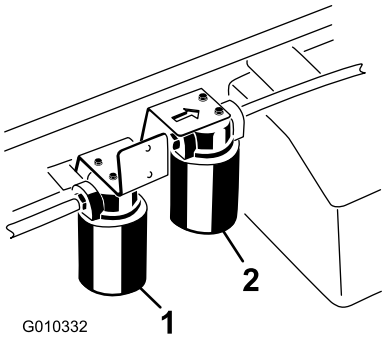

Figuur 69
5. Plaats een opvangbak onder het filter en verwijder het filter (Figuur 69).
4. Reinig de omgeving van de plaats waar het filter met hoge stroming wordt gemonteerd (Figuur 69).